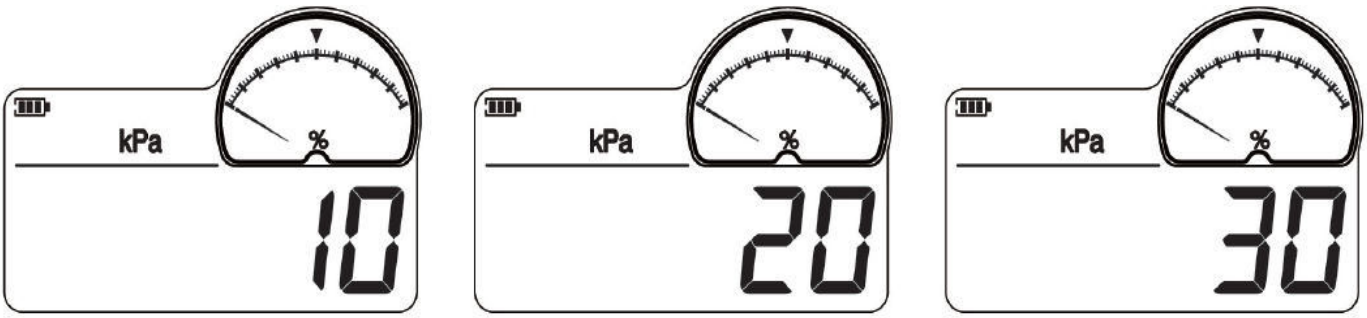

Abbildung 7-6. Auswahl der Hintergrundbeleuchtungsdauer
1. Halten Sie gedrückt. Die verfügbaren Optionen (10, 20 oder 30 Sekunden) werden nacheinander angezeigt, siehe Abbildung 7-6.